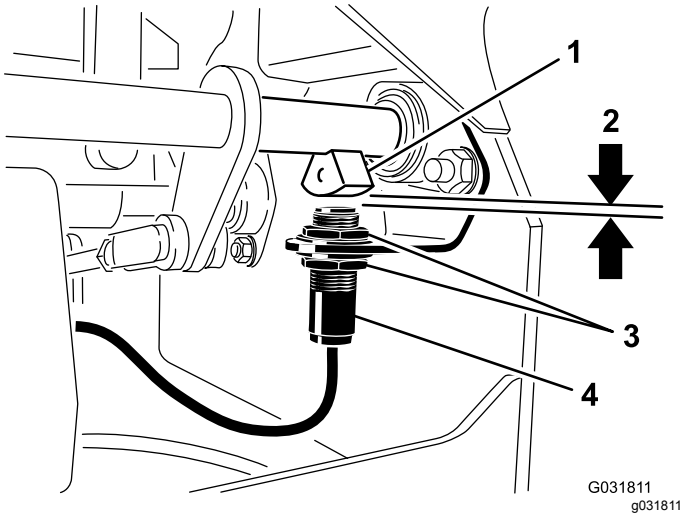

Rysunek 45
4. Przesuwaj przełącznik w górę lub w dół na wsporniku, aż odległość między czujnikiem wału hamulca i trzpieniem ruchomym przełącznika wyniesie 4 mm, jak pokazano na Rysunek 45.